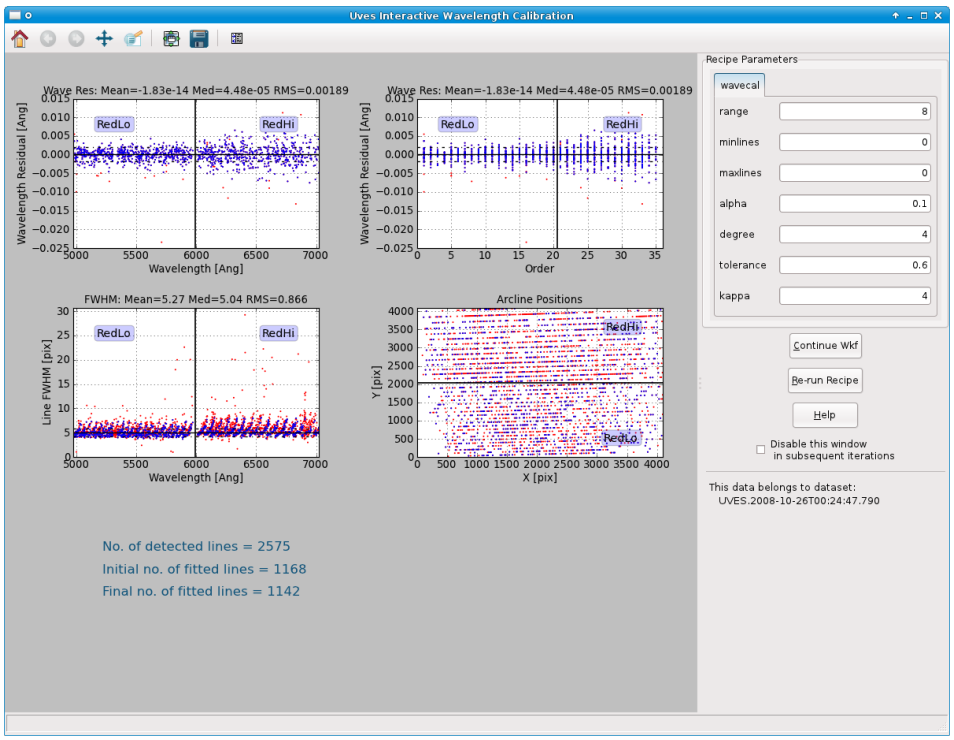

Figure 7.2: *The interactive window for the* `Wavelength Calibration` *actor for the first DataSet in the data supplied with* `Reflex 2.11.5`.
11. `Wavelength Calibration`: The next interactive window that will appear (see Figure 7.2) is associated with the execution of the `Wavelength Calibration` actor, which executes the UVES pipeline recipe `uves_cal_wavecal`. This pipeline recipe determines the wavelength calibration solution from an appropriate arc-lamp frame and a line reference catalogue. The top two plots in the interactive window show the wavelength calibration residuals for arc lines that were identified in the input line reference catalogue as a function of wavelength and spectral order. Blue points represent arc lines that were used in the final solution, and red points represent arc lines that were excluded from the final solution. The bottom-left plot shows the arc line FWHM as a function of wavelength, and the bottom-right plot displays the positions of all detected arc lines on the detector.